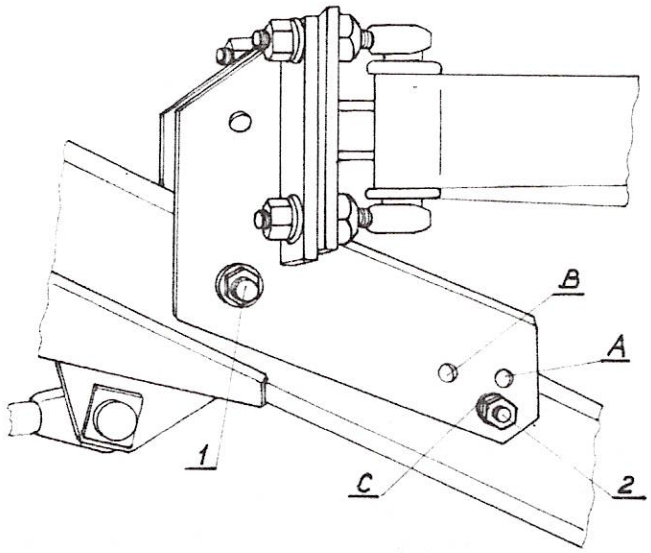

Rys. 15. Uchwyt korpusu pługa.
Po odkręceniu śruby (2) i obróceniu uchwytu korpusu wokół przedniej śruby (1) możliwe jest założenie jej w jeden z trzech otworów znajdujących się w uchwycie korpusu (A, B lub C) – Rys. 15.